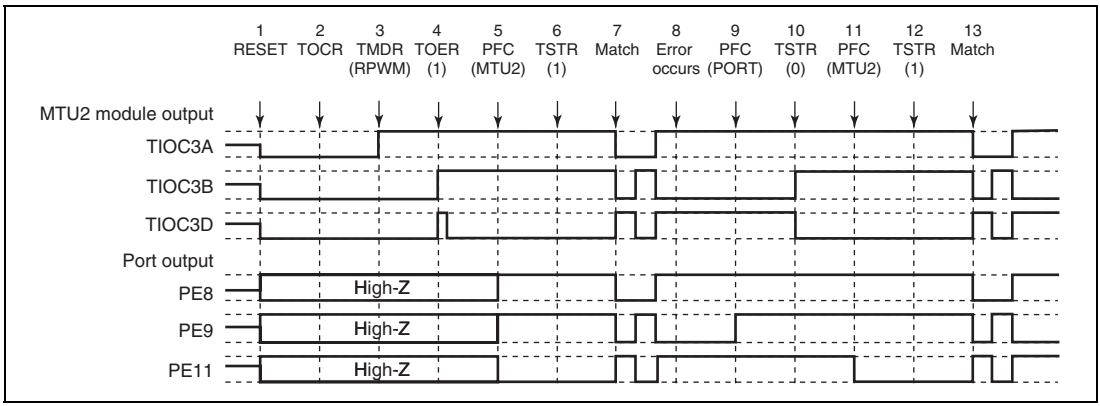

**Figure 10.166 Error Occurrence in Reset-Synchronized PWM Mode, Recovery in Reset-Synchronized PWM Mode**
**Operation when Error Occurs during Reset-Synchronized PWM Mode Operation, and Operation is Restarted in Reset-Synchronized PWM Mode:** Figure 10.166 shows an explanatory diagram of the case where an error occurs in reset-synchronized PWM mode and operation is restarted in reset-synchronized PWM mode after re-setting.